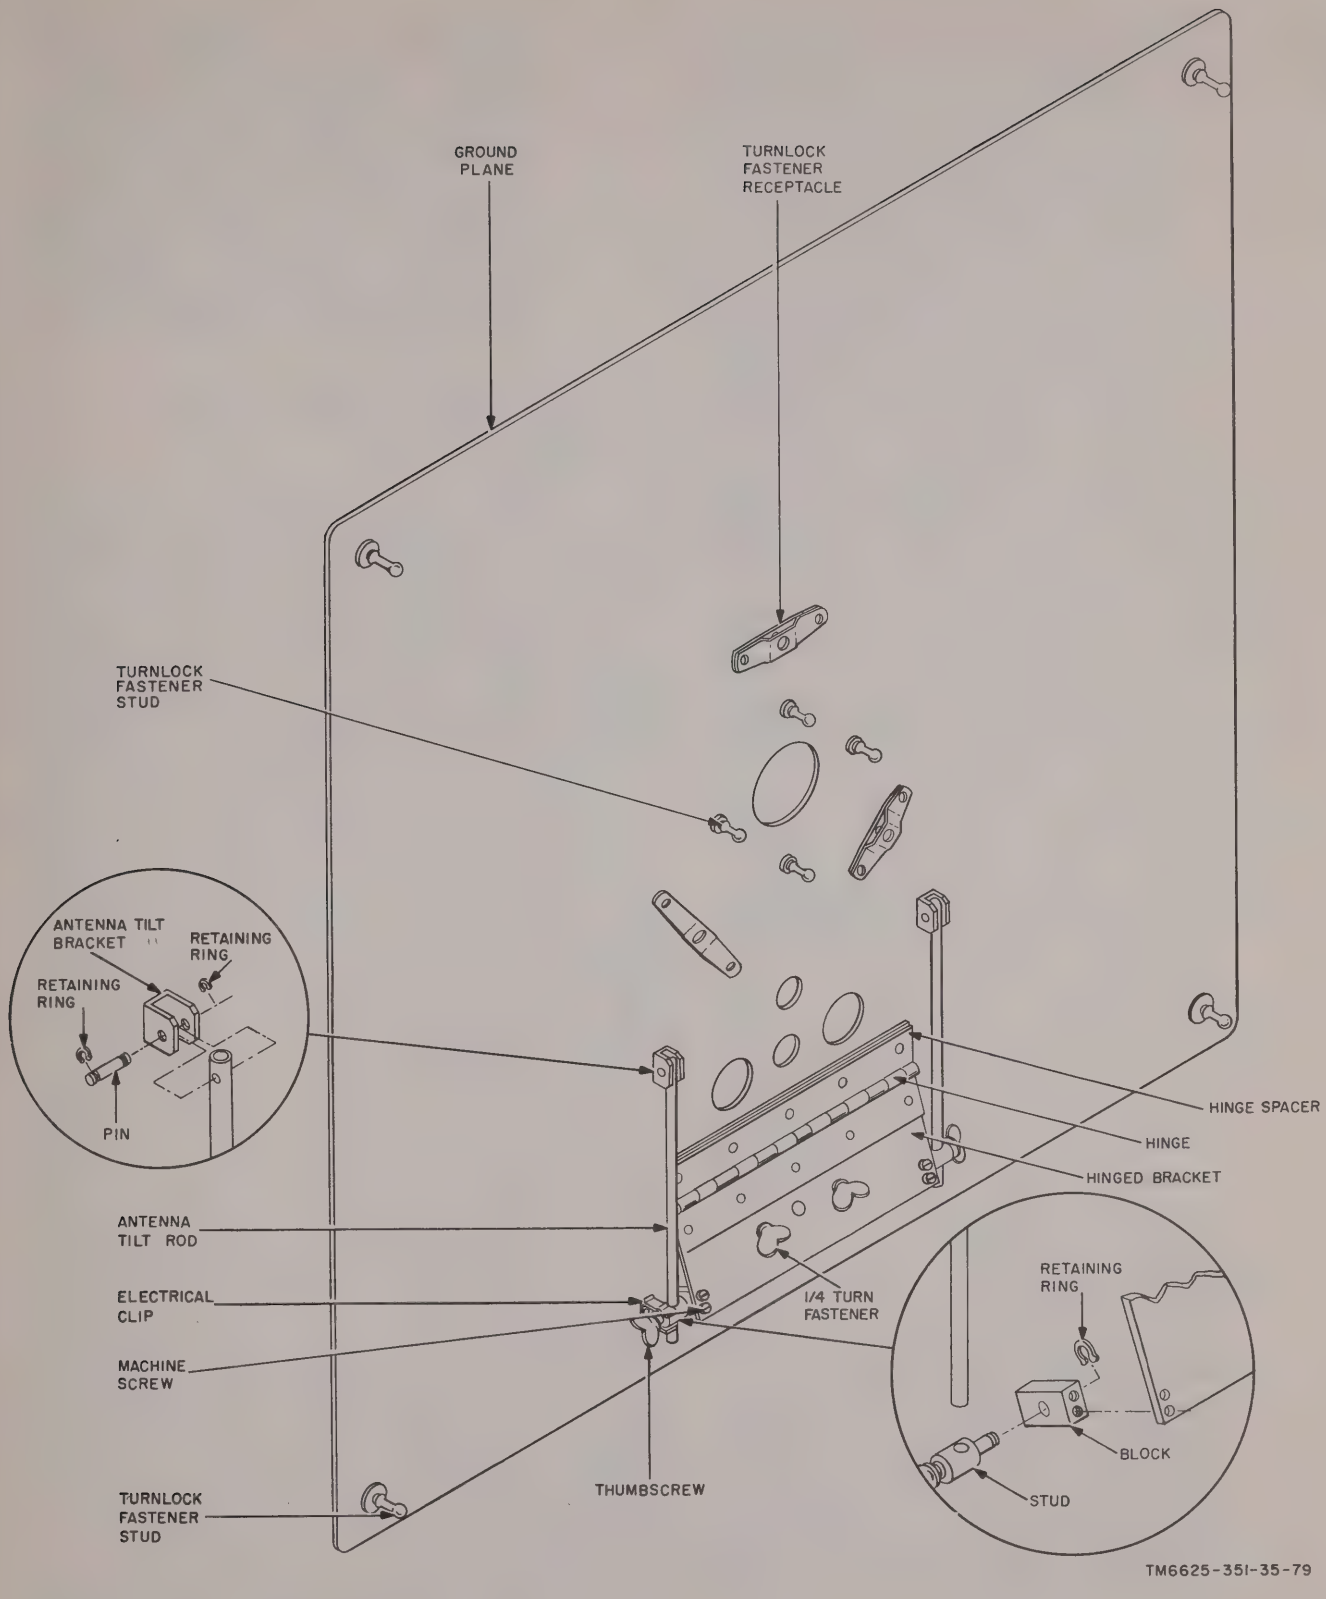

Figure 82. Reflector, Antenna AT-1027/URM-85, parts location diagram.
(1) In mounting the ground plane (fig. 82) on the antenna tripod, check for secure mechanical fit. Insert the protruding post at the top of the tripod mast through the hole provided on the ground plane hinged bracket; then secure the ground plane by rotating the two 1/4-turn fasteners on the higned bracket into their mating spring receptacles, provided on the tripod plate. If the thumbscrews, one each located at the ends of the antenna tilt rods (fig. 82), are broken or the threads are frozen, refer to the insert view in the lower right corner of this illustration for disassembly and replacement procedures. If the ground plane cannot be tilted from its horizontal position on the tripod, suspect trouble within the antenna tilt bracket and refer to the insert view at the left center area of the illustration for disassembly and replacement procedures.
Note: The three turnlock fastener receptacles at the center of the ground plane are not used with Coupler, Antenna CU-890/URM-85; they are provided for use with the discone (broadband) antenna. Also, the the four turnlock fastener studs (fig. 82) located one each at the corners of the ground plane serve no mounting function; they are provided for securely storing the ground plane within Case, Radio Interference Measuring Set Group CY-3094/URM-85.